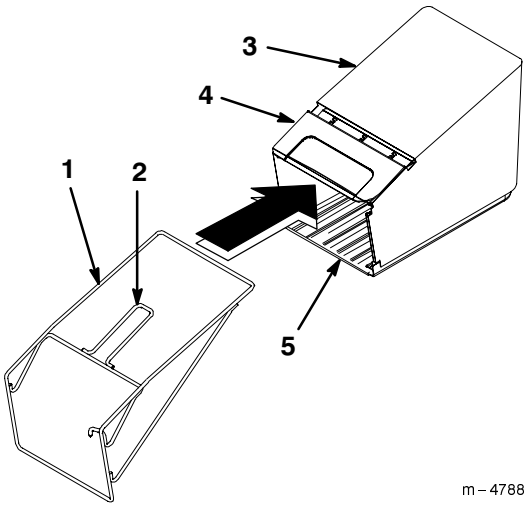

Figura 5
1. Inserite il telaio del sacco raccoglierba nel sacco raccoglierba come illustrato in Figura 5.
2. Posizionate il coperchio del sacco in cima al telaio come illustrato in Figura 5.